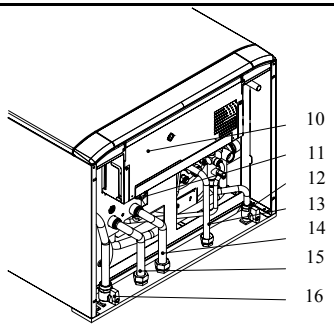

Fig. 1.2
1. Check that the gas cock (16 in Fig. 1.2) fitted under the boiler is turned off and the appliance is switched off at the mains isolating spur.
1. Проверьте, чтобы газовый кран (16 на рис.1.2), расположенный под котлом, находился в закрытом положении и автомат подключения котла был выключен.